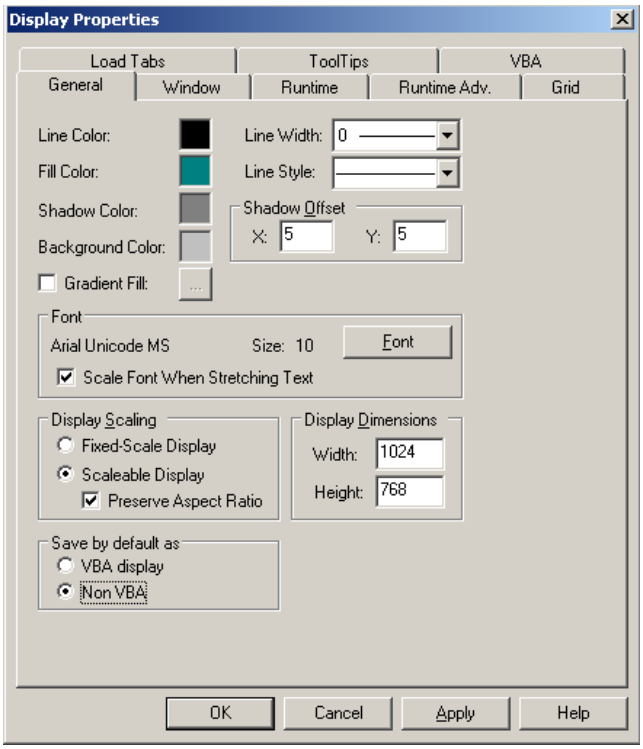

Figure L2.1 - Display Properties: General Tab
5. Select the "Non VBA" option in the Save by default section. The General tab should look similar to Figure L2.1.